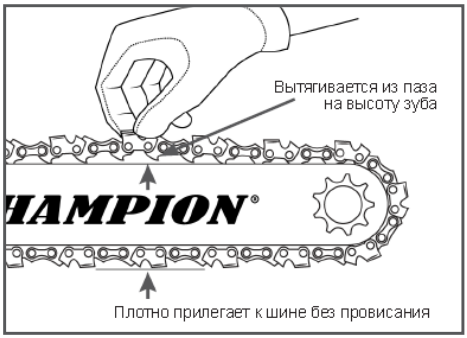

Рис. 6 Правильное положение цепи
3. Правильно отрегулировано натяжение цепи в том случае, когда цепь плотно прилегает к нижней части шины, а на середине шины цепь выходит из направляющего паза на высоту звена (Рис. 6).